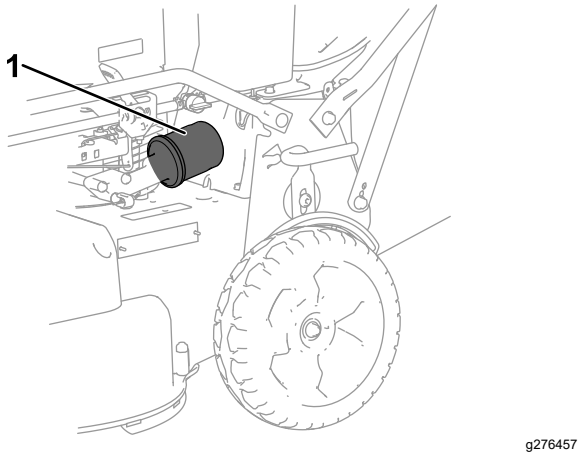

**Figure 28**
6. Déposez le filtre à huile (Figure 28).